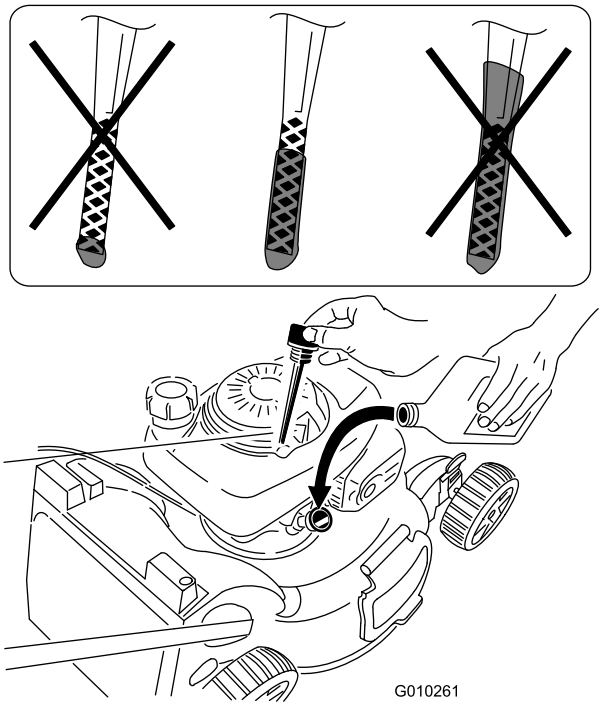

Figur 42
12. Tag målepinden ud, og kontroller oliestanden på målepinden (Figur 42).
- Hvis oliestanden er for høj, skal overskydende olie aftappes, indtil oliestanden er korrekt, som vist i Figur 42